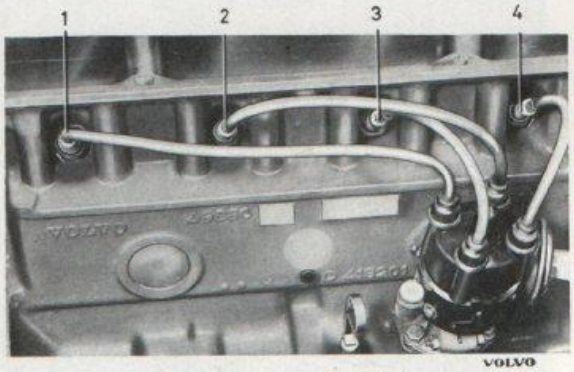

Bild 1-68. Numrering av kablar
4. Montera lock och kablar i ordning enligt bild 1-68. Fördelararmen roterar moturs.